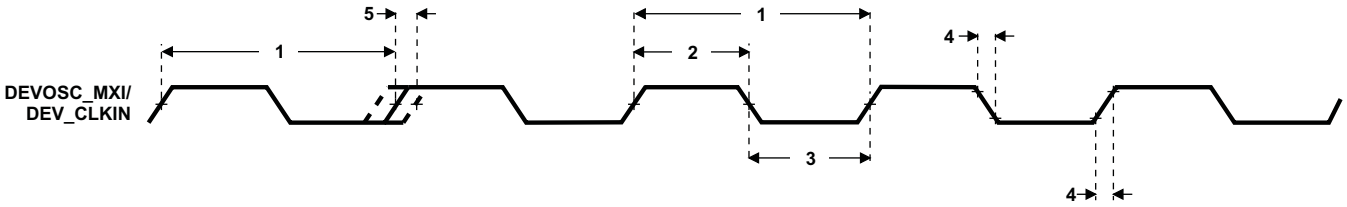

Figure 8-12. DEV_MXI/DEV_CLKIN Timing
Table 8-15. Timing Requirements for DEVOSC_MXI/DEV_CLKIN(1) (2) (3)(see Figure 8-12)